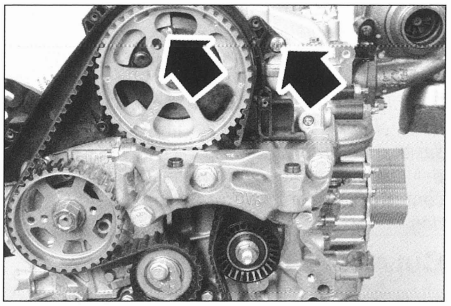

FIG. 51
- los dos tornillos de fijación del cárter de distribución **(fig. 51).**